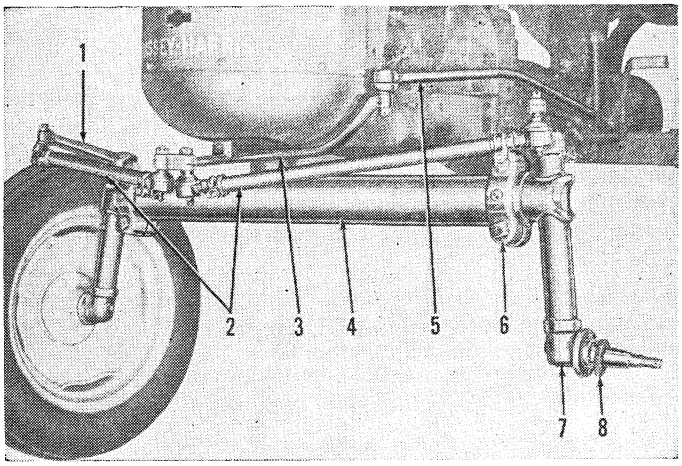

*Fig. MH2—Pony adjustable front axle and linkage.*
3. A non-adjustable drag link with integral socket ends attaches to bell crank (3-Fig. MH2) which pivots on a shouldered bolt in front frame (or support to engine). Two tie-rods (2) with adjustable socket ends attach to the bellcrank and to steering knuckle arms(1). Correct toe-in of ⅜ inch is obtained by adjusting the tie-rods at their inner ends. Outer ends of tie-rods extend to coordinate with main member extension arms.